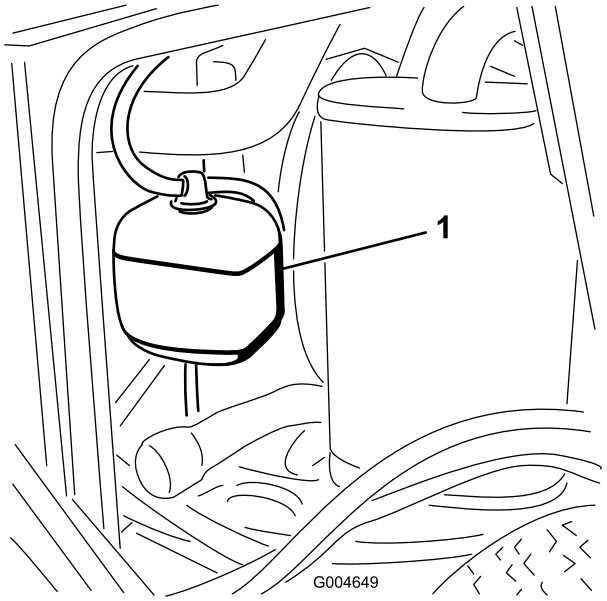

**Rysunek 46**
1. Sprawdź poziom płynu chłodzącego w zbiorniku rozprężnym (Rysunek 46).